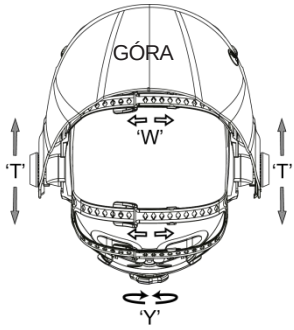

Rys. 9
• Całkowity obwód opaski można zwiększyć lub zmniejszyć, obracając pokrętło regulacji w jej tylnej części. (Patrz regulacja „Y” na rys. 9). Regulacji można dokonać przy założonym kasku i ustawić odpowiednie naprężenie tak, aby kask odpowiednio trzymał się na głowie bez zbędnego ucisku.
• Jeśli opaska przesuwa się w górę lub w dół na głowie, należy wyregulować pasek biegnący nad głową. Aby to zrobić, zwolnić końcową część opaski, wyciągając kołek blokujący z otworu w opasce. Przesunąć dwie części opaski w zakresie większej lub mniejszej szerokości i wsunąć kołek blokujący w najbliższy otwór. (Patrz regulacja „W” na rys. 9).